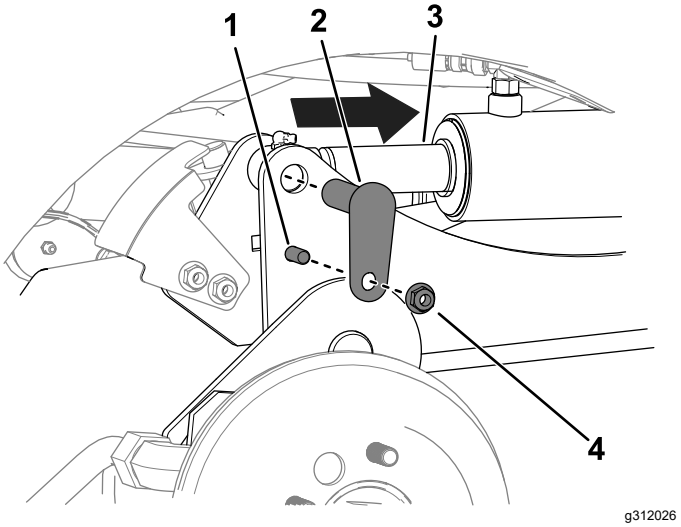

Figur 11
C. Använd en dornstans för att justera cylinderstavshålen mot lyftarmshålen (Figur 11).
D. Använd två skruvar (⅜ x 1 ¼ tum), två muttrar (⅜ tum) och två små stift för att fästa lyftarmarna på cylindrarna (Figur 11).